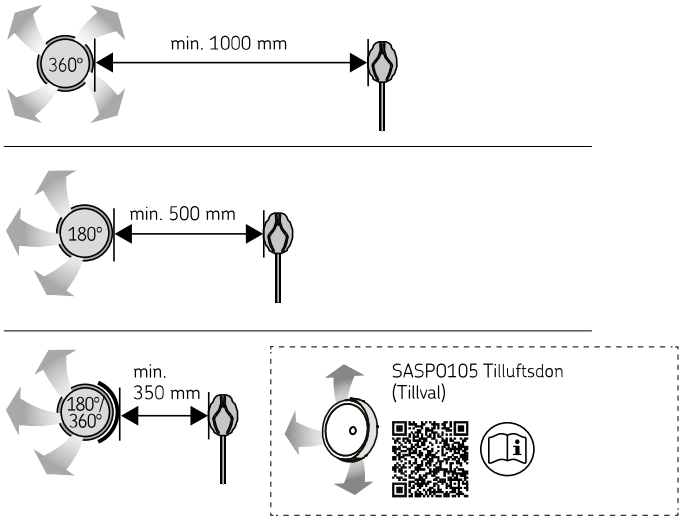

Bild 7. Minimiavstånd mellan tilluftsventil och temperaturgivare.
- Bastuns tilluftsventil får inte vara nära temperaturgivaren. Luftflödet nära ventilen kyler ner givaren och ger därmed felaktiga temperaturindikationer till styrenheten. Det kan innebära att aggregatet överhettas. (>> Bild 7. Minimiavstånd mellan tilluftsventil och temperaturgivare.).
- **Fläktventilation:** Tilluftsventilen bör installeras i övre delen av bastun så att den inte påverkar temperaturgivarens funktion.(>> Bild 7. Minimiavstånd mellan tilluftsventil och temperaturgivare.)